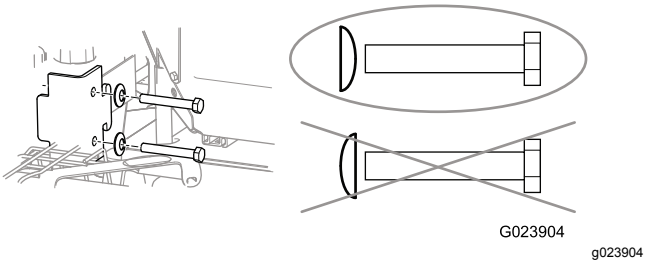

**Figur 7**
***Viktig:*** **Sikre at hver fjærskive er plassert slik at den konvekse siden vender mot bolthodet som vist i Figur 7.**